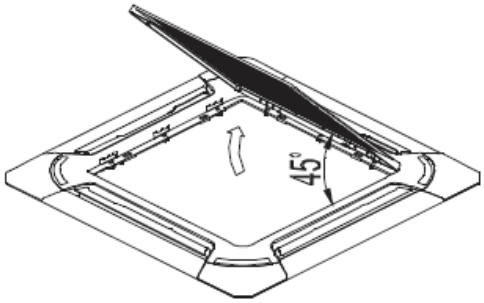

Fig.1-8
- Trageți de grilaj în unghi de aproximativ 45 grade, și scoateți-l. (Consultați Fig. 1-8)